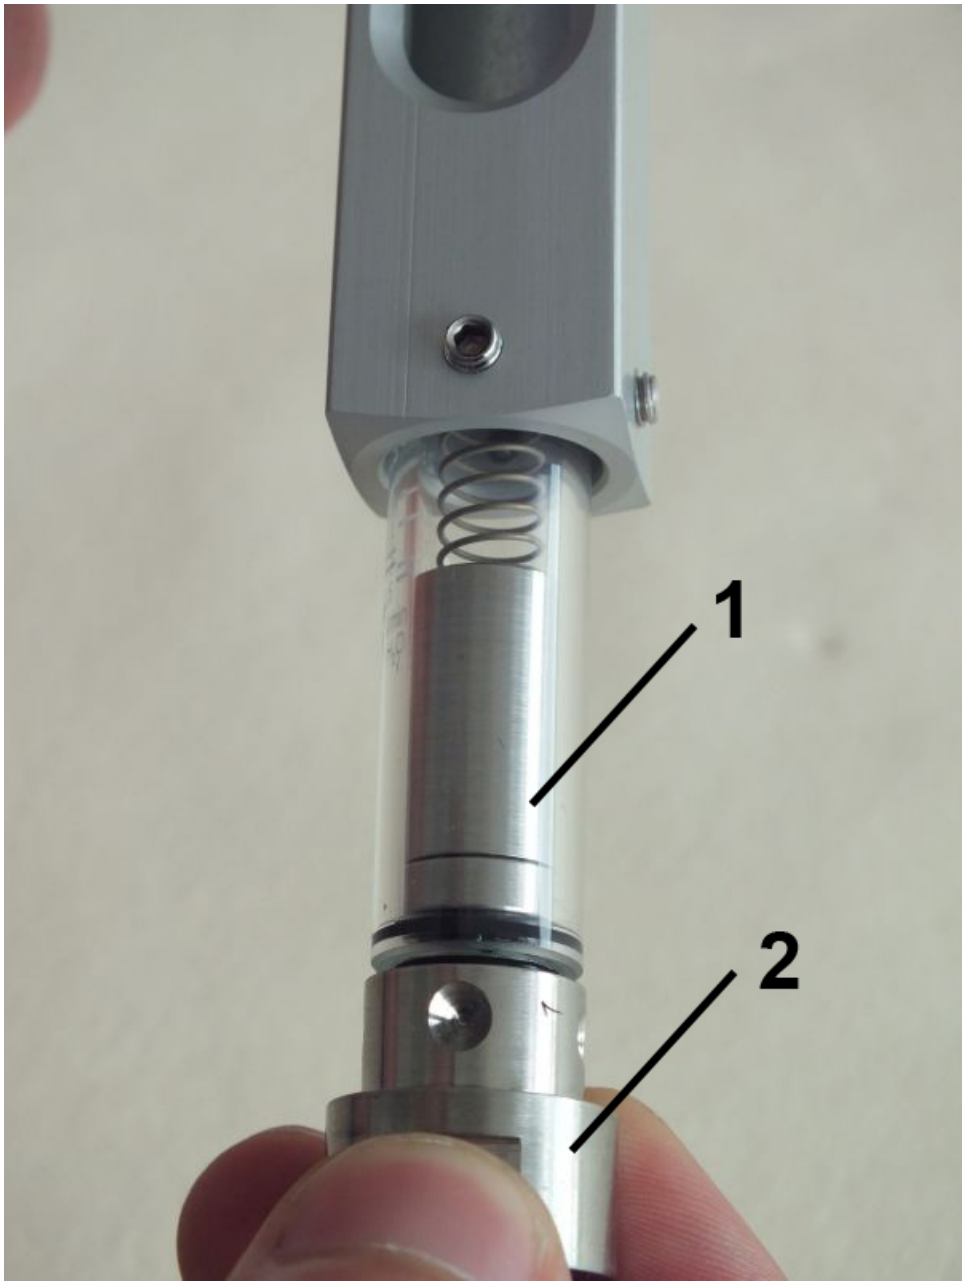

Fig. 38: Remove the inner section
4. Carefully remove the inner section (*Fig. 38*/1) of the device (sight glass, spring and float with magnets) as a unit together with the process connection inlet (*Fig. 38*/2) from the device housing.